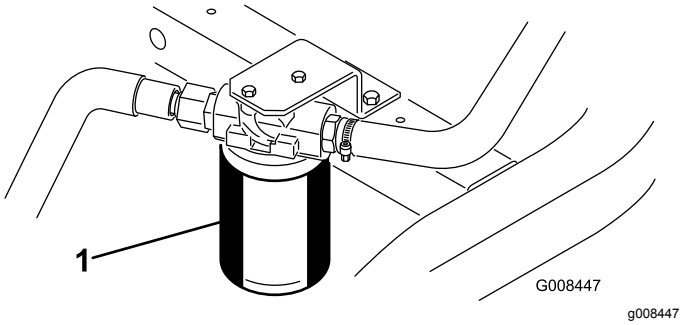

**Rysunek 51**
1. Wyczyścić obszar wokół mocowania filtra (Rysunek 51). Umieścić miskę pod filtrem i usunąć filtr.